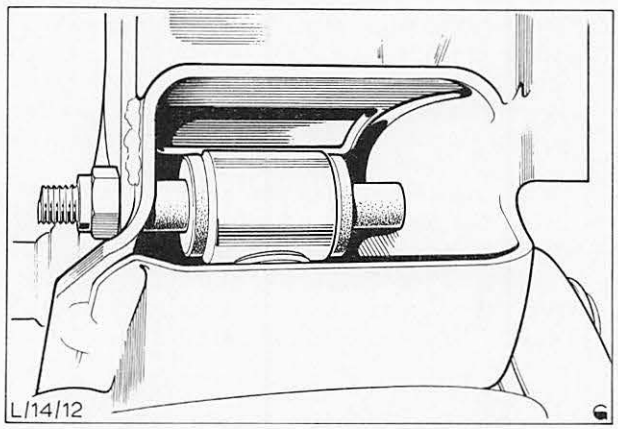

Abb. 42 Obere Stoßdämpferbefestigung
17. Wagenheber unter den unteren Querlenker setzen. Federspanner entfernen und Stoßdämpfer einbauen. Obere Stoßdämpfer-Befestigungsmutter, Abb. 42, auf 38 bis 47 Nm (3,8 bis 4,9 kpm) und die beiden unteren Muttern auf 8 bis 12 Nm (0,8 bis 1,2 kpm) festziehen.